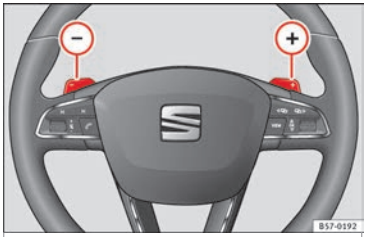

Fig. 182 Steering wheel: automatic gearbox levers
– Press the gearshift paddle ⊕ to select a higher gear ››› Fig. 182.